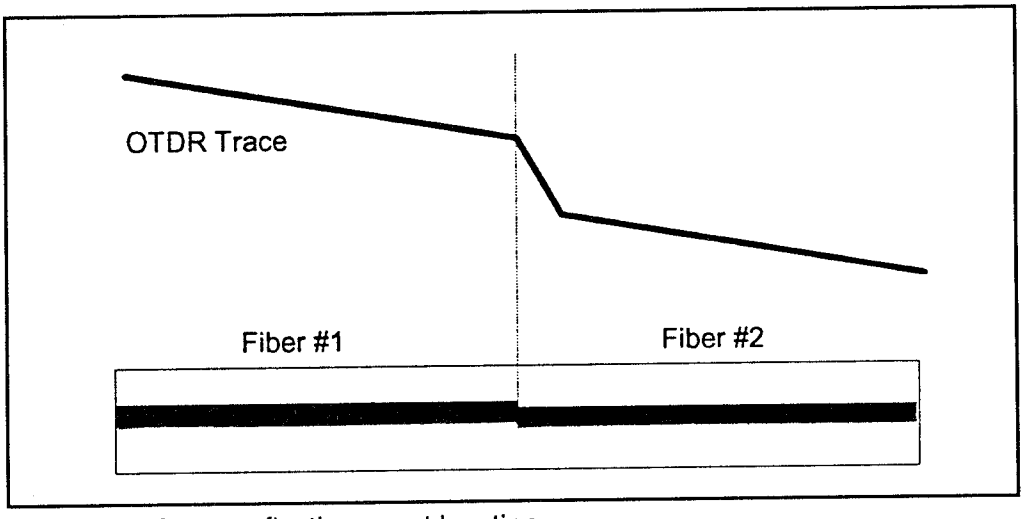

Figure 15: A non-reflective event location
- For a non-reflective event (such as a fusion splice or fiber kink), place the cursor at the point just before the trace drops or rises (see Figure 15).